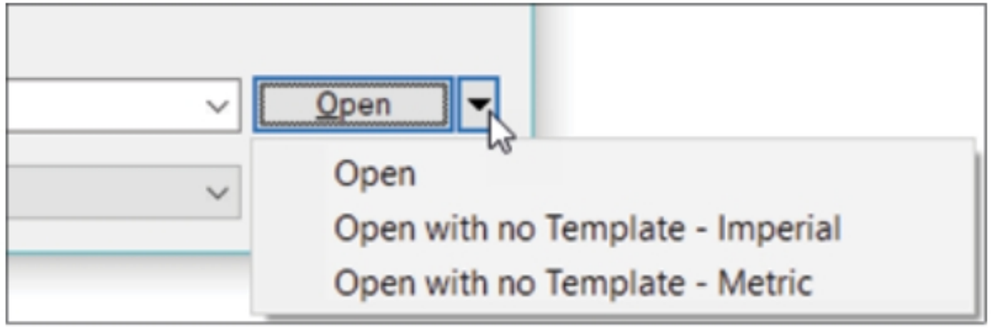

Figure-27. Open drop-down
- If you want to create a document without using any of the template but with desired units then click on the down arrow next to **Open** button in the dialog box. A drop-down will be displayed; refer to Figure-27.